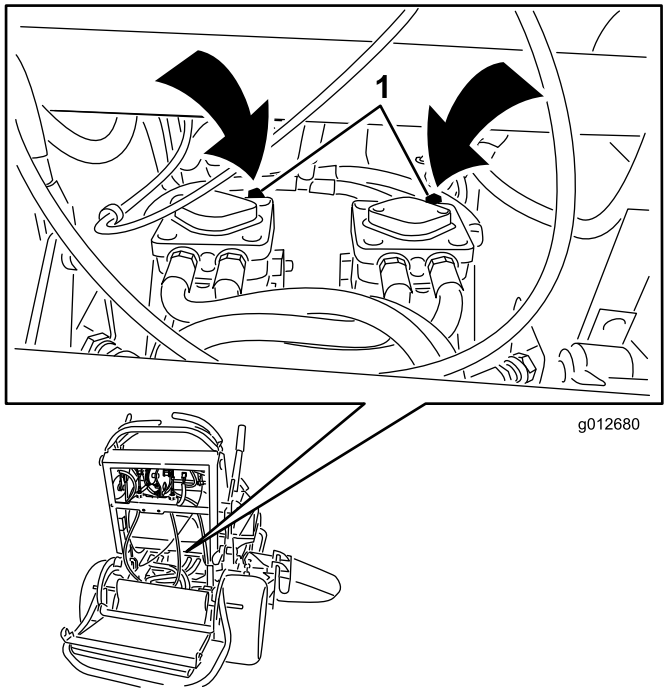

Figur 25
3. Åbn omløbsventilen på begge pumper ved at dreje dem 1 til 2 omgange mod uret (Figur 25).